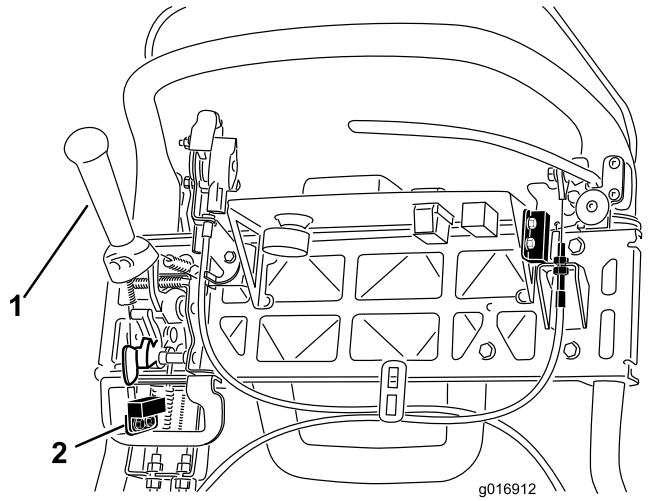

Figur 38
4. Løsne monteringsfestene til sperrebryterne (Figur 38).
5. Plasser et 1,6 mm tykt mellomledd mellom trekkspaken og sperrebryteren (Figur 38).